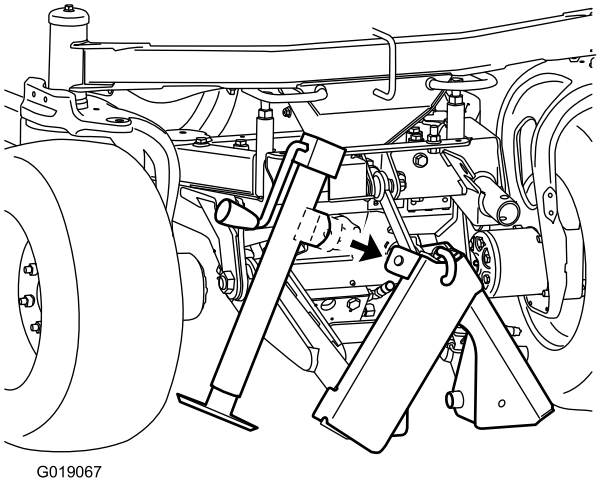
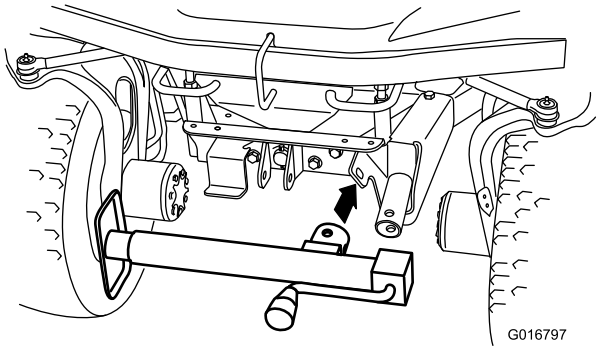

図 7
図 8
1. ジャッキのハブを、ジャッキ保管ブラケットのタブに引っ掛ける（図 7）、または、ジャッキブラケットのタブに引っ掛ける（図 8）。